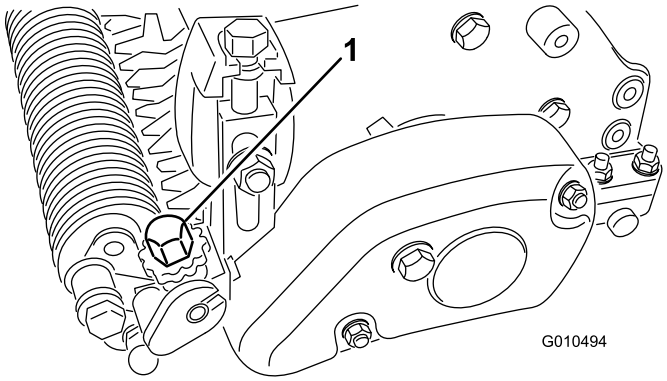

Figura 25
6. Girate la manopola di regolazione dell'altezza per sollevare o abbassare la punta della lama all'altezza di grooming desiderata (Figura 25).